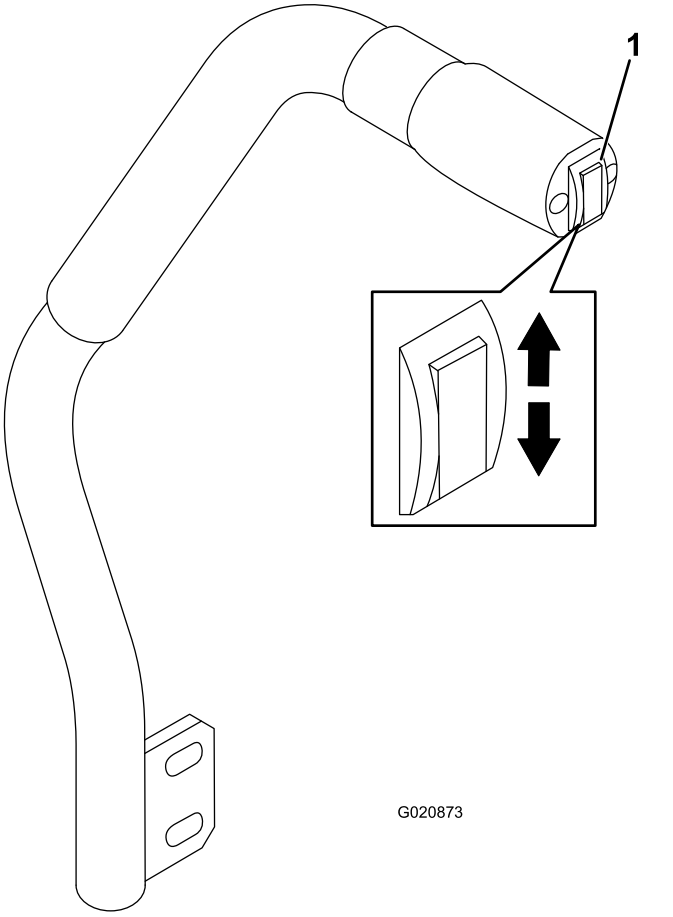

Figura 22
L'interruttore di sollevamento del piatto alza e abbassa l'apparato di taglio (Figura 22). Il motore deve girare per potere utilizzare questa leva.
- Per abbassare l'apparato di taglio, spingete in basso l'interruttore di sollevamento del piatto (Figura 22).
- Per sollevare il piatto di taglio, spingete in alto l'interruttore del piatto di taglio (Figura 22).
1. A motore acceso, tirate verso l'alto l'interruttore di sollevamento del piatto fino a sollevare completamente l'apparato di taglio e **rilasciate immediatamente l'interruttore** (Figura 22).